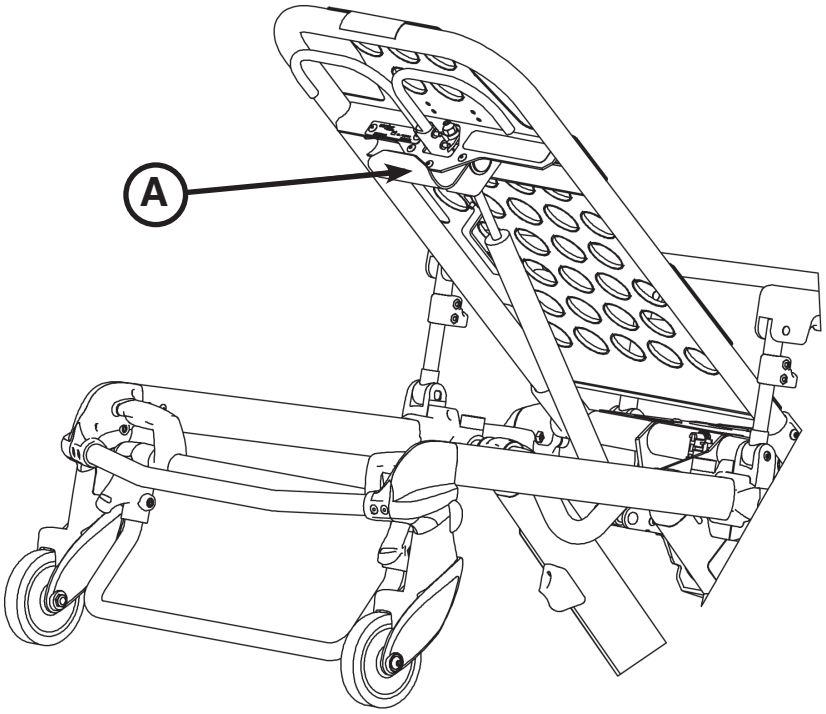

Abbildung 60
Den Gerätehaken (A) (siehe Abbildung 60) zum Aufhängen zusätzlicher Zubehörteile oder Geräte, wie Defibrillatoren oder Monitore verwenden.